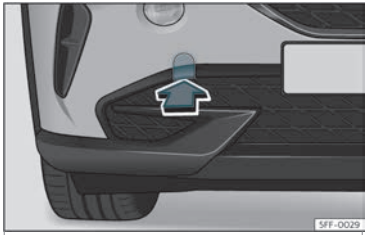

Abb. 43 Auf der rechten Seite des vorderen Stoßfängers: Abdeckung entfernen.
Die Abschleppöse wird in die hinter einer Abdeckung auf der rechten Seite des vorderen Stoßfängers befindliche Aufnahme eingeschraubt››› **Abb. 43**.
- Drücken Sie die Abdeckung zum Herauslösen im unteren Bereich und lassen Sie sie am Fahrzeug hängen››› **Abb. 43**.